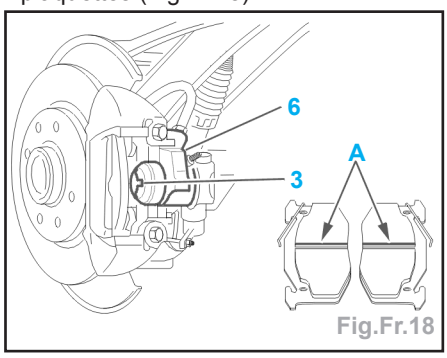

Fig.Fr.18
Nota : la disparition de la rainure (A) implique impérativement l'échange des plaquettes (Fig.Fr.18).